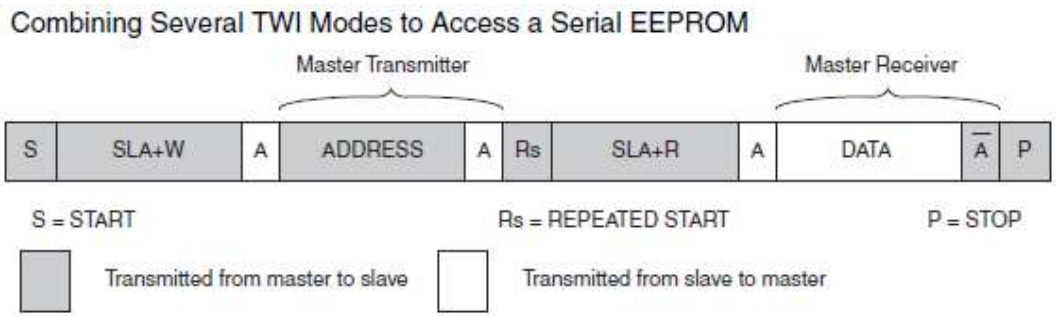

Figura 24: *Modi combinati.*
Ci sono casi in cui si devono usare diverse impostazioni del modulo per ottenere un certo risultato, tenendo sempre presente che i dati vengono sempre trasmessi dal Master allo Slave e viceversa. Prendendo spunto da un paragrafo del *datasheet* riferito alla lettura di una EEPROM, il Master deve informare quest'ultima sulla locazione di memoria in cui intende leggere. Ciò implica una trasmissione dell'informazione, ovvero una modalità *Master Transmitter* (MT). Successivamente, il Master deve leggere il dato memorizzato nella locazione e ciò implica una ricezione, ovvero una modalità *Master Receiver* (MR). Poiché ciò significa un cambio di direzione dei dati da scrittura a lettura, il Master deve tenere sotto controllo il bus seriale durante questi processi. Questo cambio di direzione si ottiene trasmettendo un *Repeated Start* tra la trasmissione dell'indirizzo e la ricezione dei dati. In Figura 24 sono mostrati i dettagli di una sequenza di accesso alla memoria EEPROM.